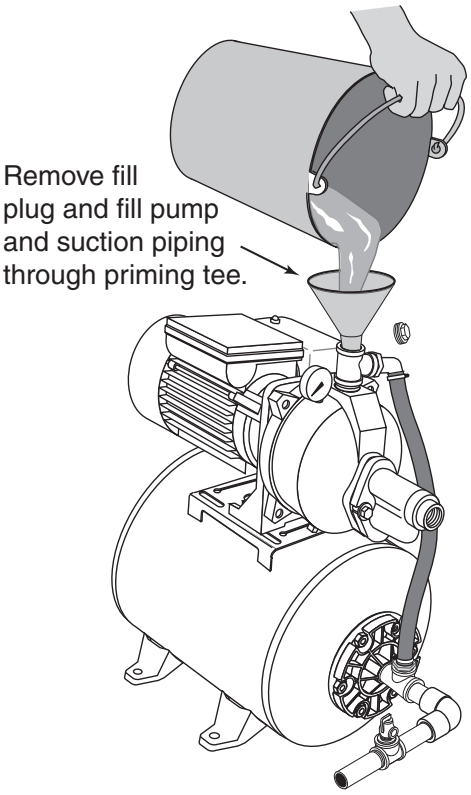

Figure 13 - Fill Pump through Priming Tee
1. Remove the priming plug from the pump and fill the pump, fill all piping between the pump and the well, and make sure that all piping in the well is full (see Figure 13). If you have also installed a priming tee in the suction piping, remove the plug from the tee and fill the suction piping.